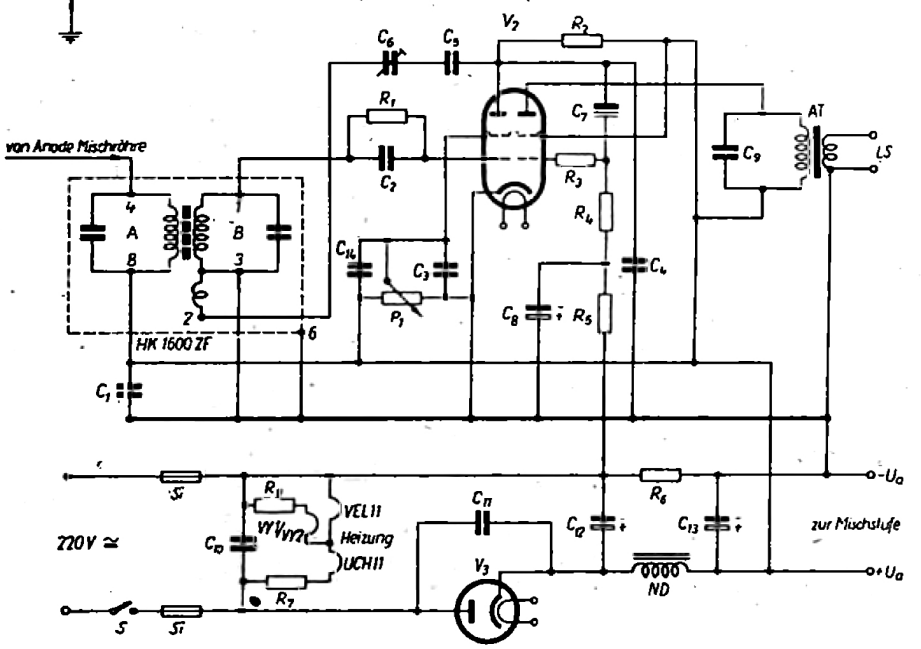

Abb. 2 ZF-, NF- und Netzteil der Allstromausführung
Abb. 2 zeigt die Schaltung mit der VEL 11 in der Allstromausführung. Die Daten und Beschreibung der VEL 11 sind in Heft 2/46 erschienen. Das erste Tetrodensystem der VEL 11 wird als rückgekoppeltes Audion und das zweite Tetrodensystem als Endstufe benutzt. Das Zwischenfrequenzbandfilter HK 1600 ZF besitzt eine zusätzliche Rückkopplungswicklung. Die Regelung der Rückkopplung erfolgt durch den Kondensator $C_6$.
**Stückliste zu Abb. 2. ZF-NF- und Netzteil der Allstromausführung**